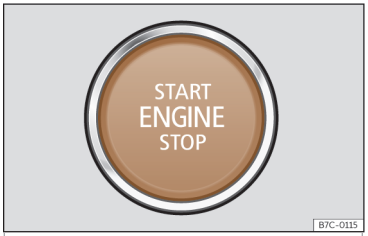

Abb. 141 Starterknopf.
Wenn das Fahrzeug entriegelt wird, blinkt der Starterknopf››› **Abb. 141** , um auf ihn aufmerksam zu machen.
• Starterknopf drücken››› **Abb. 141** ohne Gas zu geben. Für den Motorstart muss sich ein gültiger Fahrzeugschlüssel im Fahrzeug befinden. Nach dem Anlassen des Motors leuchtet der Taster START ENGINE STOP dauerhaft und zeigt so an, dass der Motor angelassen ist[1)].
• Starterknopf kurz drücken››› **Abb. 141**.